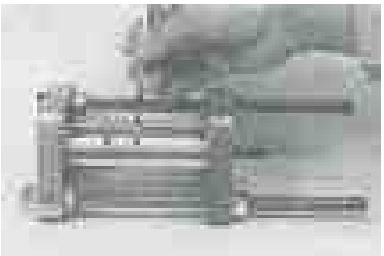

Fig.19
③ a）ドライバーでロックリングの一端をこじって起こす。(Fig.19)